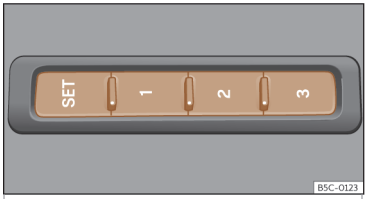

Fig. 106 En el lateral exterior del asiento del conductor: teclas de memoria.
- Pulse la tecla SET durante más de 1 segundo››› fig. 106.